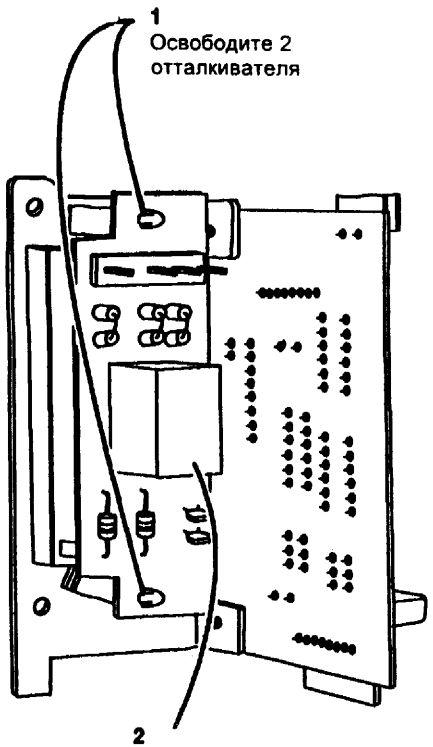

Рис. 4 Снятие реле блокировки питания (5616)
7. (5616) (Рис. 4) Снимите с узла реле блокировки питания.